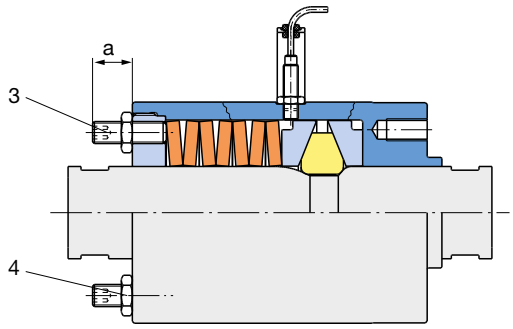

Fig. 4
Adjusting Sizes 5 – 8 (Fig. 4):
There are 4 or 6 set screws (3) in the adjusting nut (2), which can be set to dimension “a”. Countering the set screws (3) with hexagon nuts (4) prevents inadvertent changes to the adjustment. The Adjustment Diagram shows the relationship between Dimension “a” (Fig. 4) and the release force.